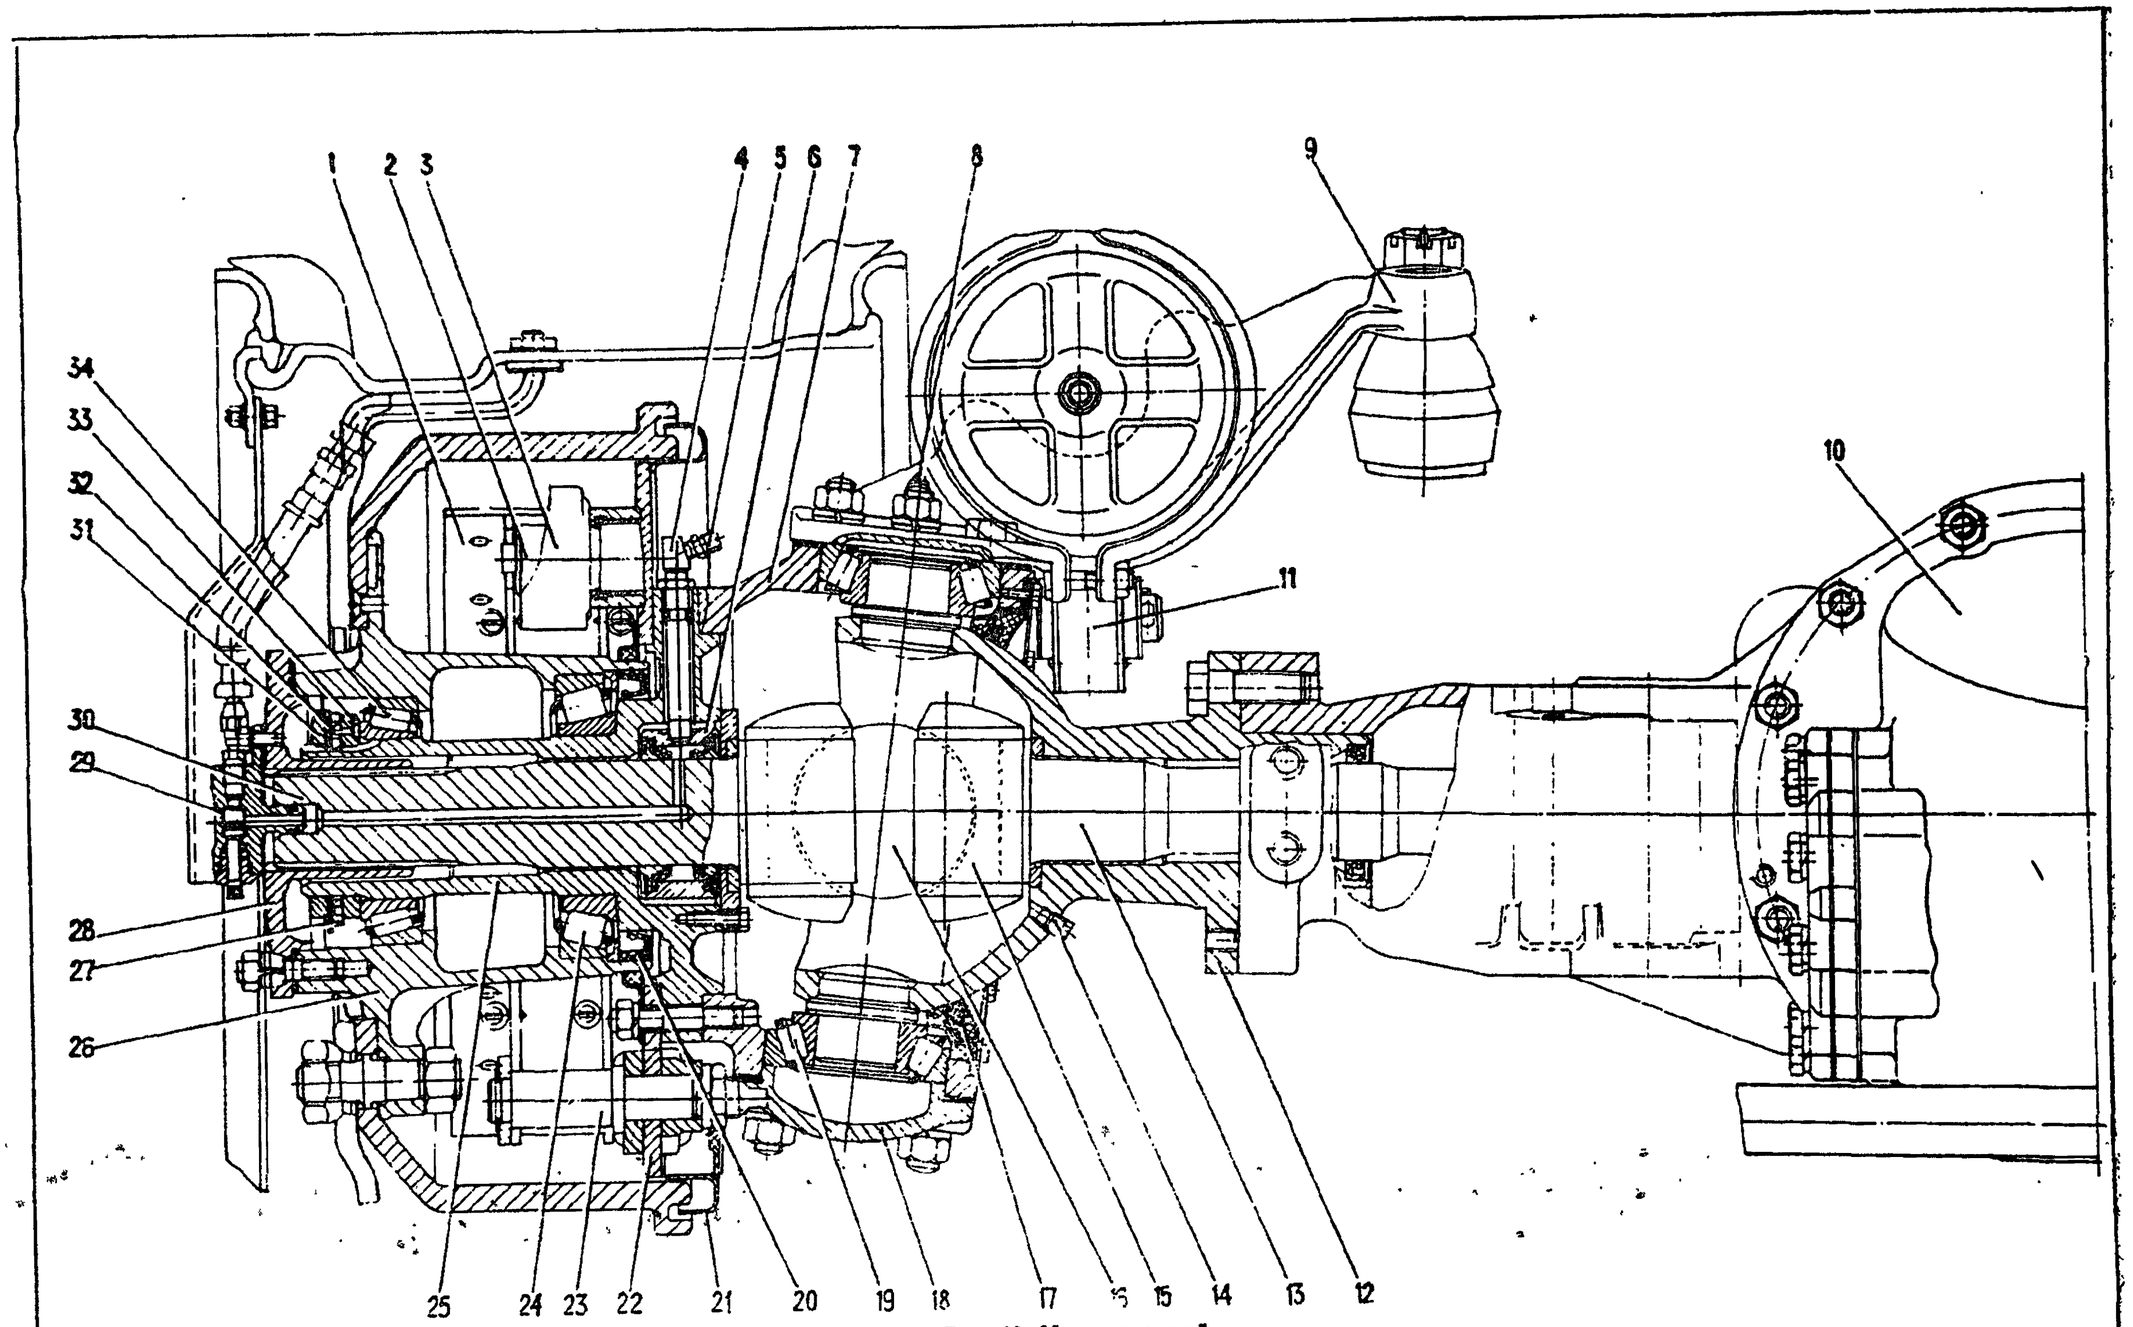
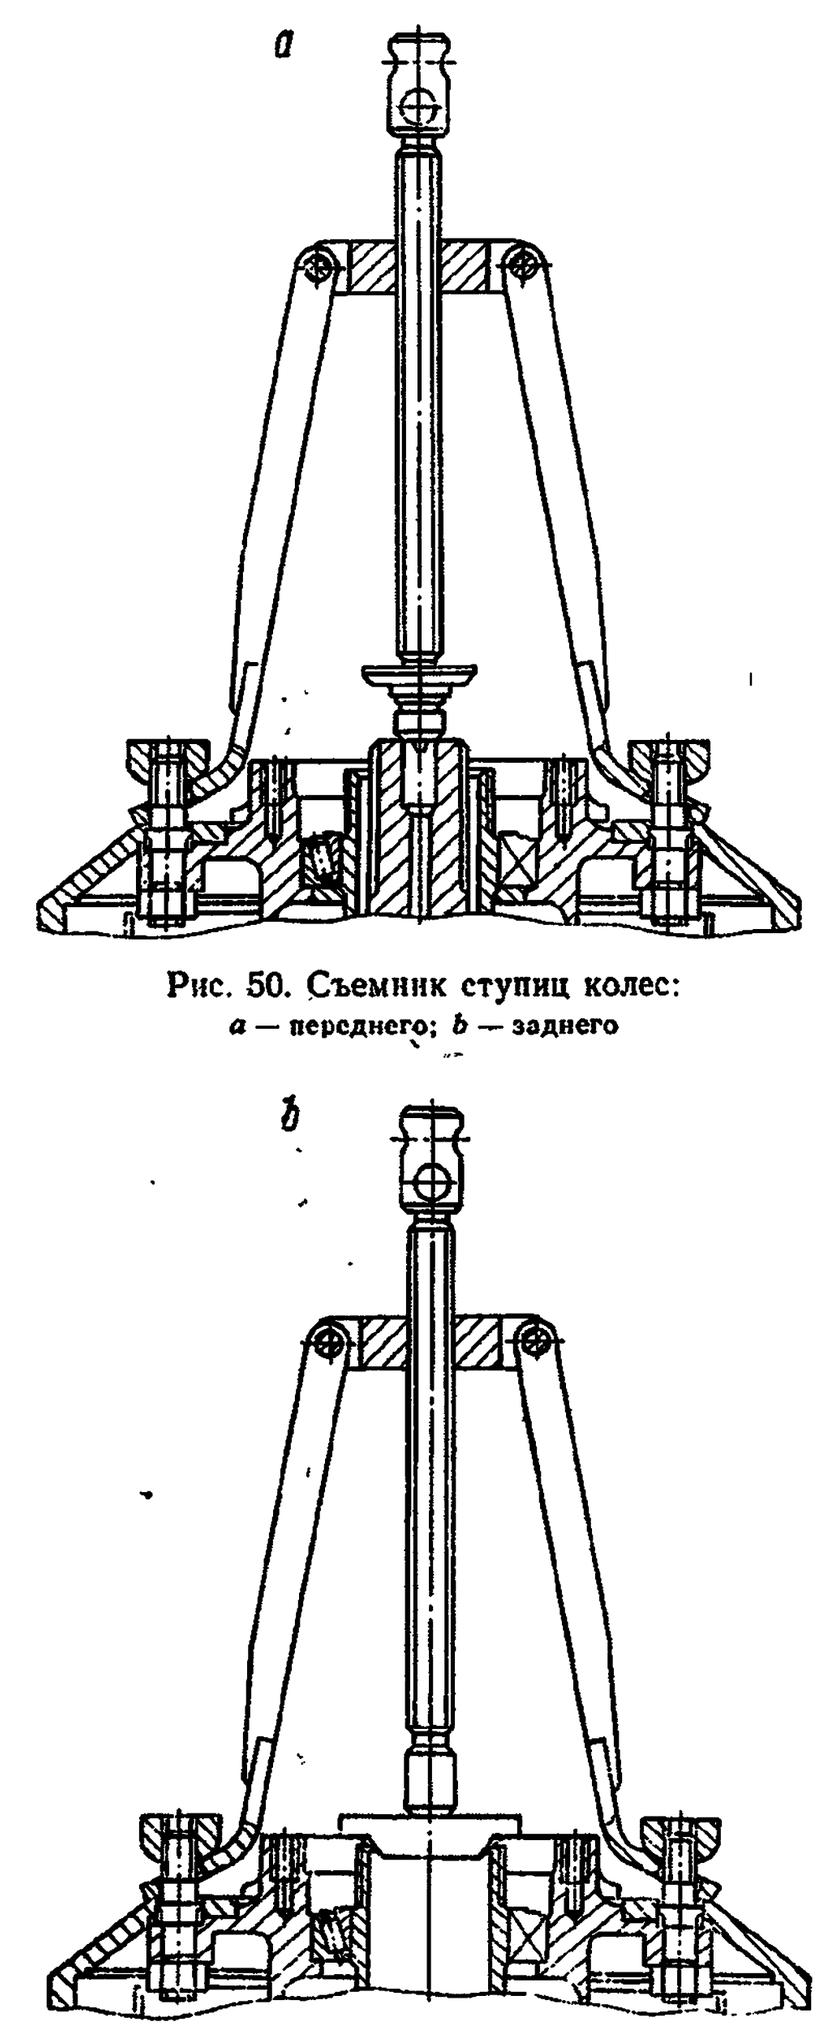

Рис. 49. Мост передний:
Рис. 50. Съемник ступиц колес:
5. Выньте из цапфы наружный кулак *30* (см. рис. 49) с вкладышем	—
11. Отверните гайки шпилек крепления рычага *9* (рис. 49) поворотного кулака (верхней накладки правого поворотного кулака). Снимите пружинные шайбы, разжимные втулки, рычаг *9* (верхнюю накладку), регулировочные прокладки, наружное кольцо роликоподшипника *19*	Сменная головка 24 мм и вороток, отвертка, молоток
2. Отверните гайки, снимите защитный кожух и кран *29* (см. рис. 49) запора воздуха	Ключ 10 мм, накидные ключи 13, 19 мм, торцовый квадратный ключ 5,5 мм
9. Съемником (рис. 50) снимите с цапфы ступицу *26* (см. рис. 49) с тормозным барабаном, подшипниками *24*, *34* и манжетой *20* в сборе. Эту операцию должны выполнять два человека	Сальник
4. Отверните гайки (выверните болты) крепления цапфы *25* (см. рис. 49) и суппорта *22* к корпусу *7* поворотного кулака [фланцу картера промежуточного (заднего) моста]	Накидной ключ 19 мм, сменная головка 19 мм, вороток
2. Закройте кран *29* (см. рис. 49) запора воздуха	Торцовый ключ квадратный 5,5 мм